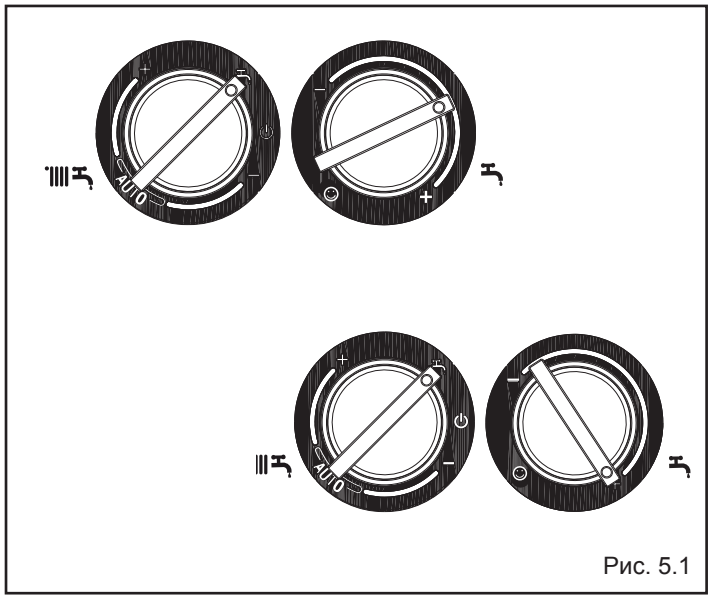

Рис. 5.1
- установите переключатель режимов работы режим «лето» «» (рис. 5.1)
- установите регулятор температуры в контуре ГВС (рис. 5.1) на максимальное значение.